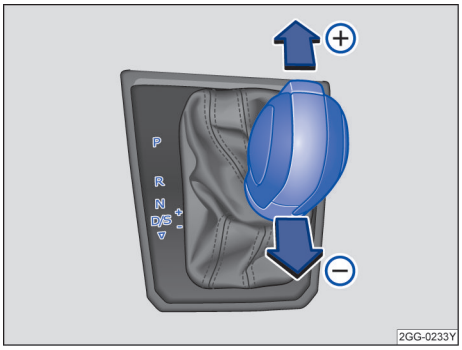

图 110 选挡杆在 Tiptronic 手动电控换挡程序位置上 ▶
– 向前 ⊕ 或向后 ⊖ 短促按压换挡杆，即可换高挡或降挡→图 110。